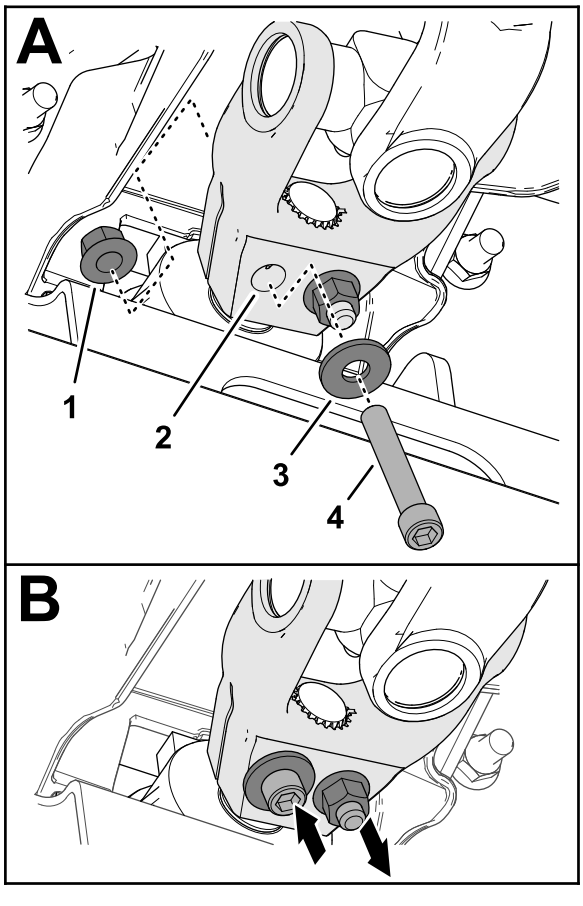

Figur 17
6. Montera en insexskruv (⅜ x 2 ¼ tum) genom en bricka (⅜ tum) och hålet i drivaxeloket (Figur 17) och fäst skruven med en flänslåsmutter (⅜ tum).
7. Montera en insexskruv (⅜ x 2 ¼ tum) genom en bricka (⅜ tum) och hålet i drivaxeloket från motsatt riktning (Figur 17) och fäst skruven med en flänslåsmutter (⅜ tum).